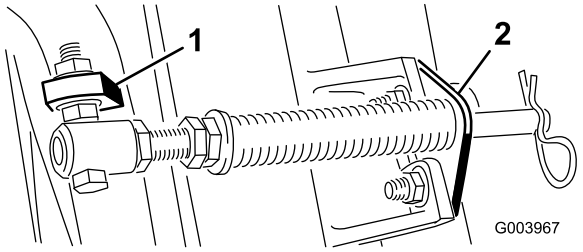

Figur 5
C. Monter fjederrørets bolt på den modsatte tap på bærerammen, og fastgør med flangemøtrikken. Placer boltens hoved på tappens udvendige side som vist i Figur 5.
D. Monter stangbeslaget på klippeenhedens tapper med bræddebolte og møtrikker (Figur 5).